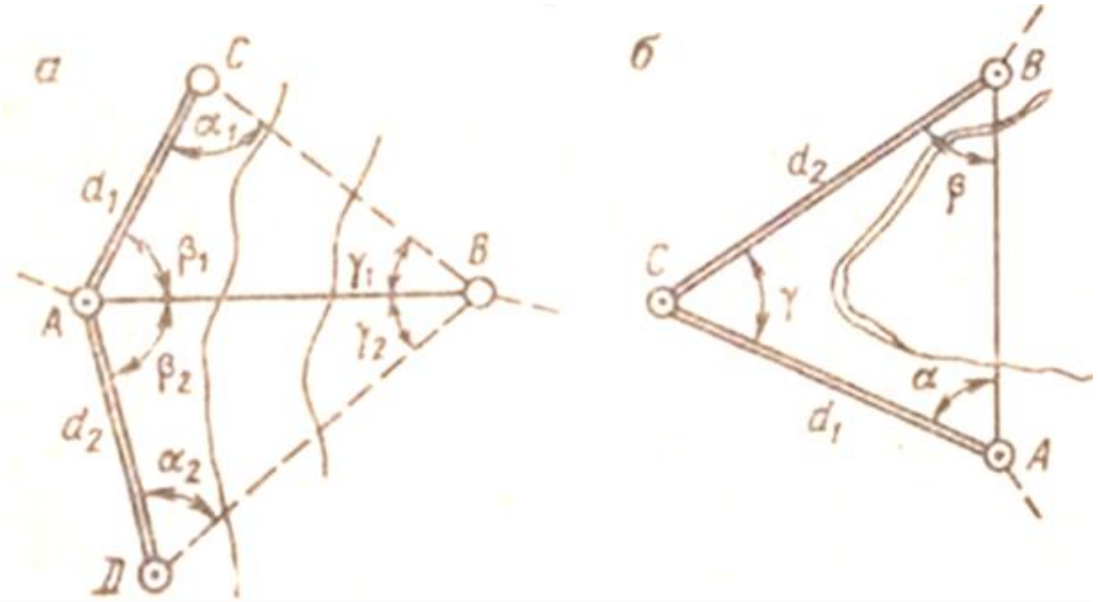

Рисунок 15. Определение расстояния до неприступной точки
1. На местности выбирают положение двух базисов так, чтобы с их конечных точек была видна недоступная точка, местность имела незначительный уклон и была удобна для измерения лентой. Длина базисов назначается такой, чтобы внутренние углы треугольников, образованных базисами определяемой прямой и линиями визирования, были не менее 30° и не более 120°. Положение базисов на местности выбираем в зависимости от местных условий, но так, чтобы они начинались от одной из конечных точек измеряемой линии (рис.15).